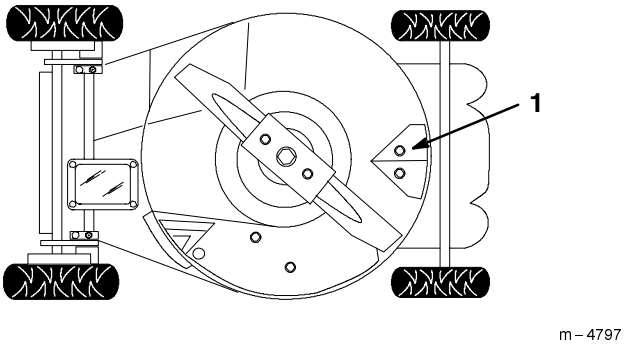

Figure 21
Keep the underside of the lawn mower housing clean. Be especially careful to keep the kickers free of debris (Fig. 21).
4. Tip the lawn mower onto its **left** side (Fig. 21).